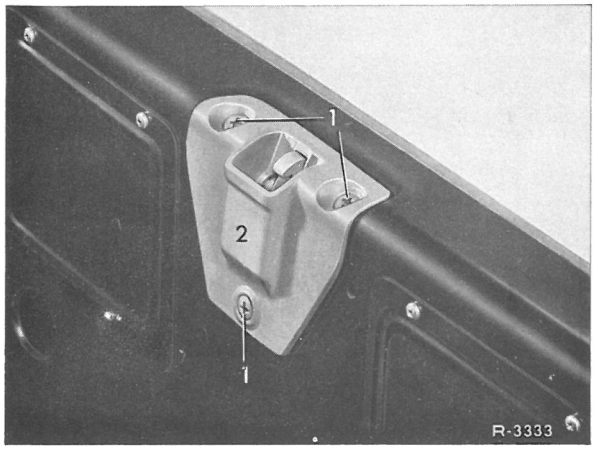

Fig. 75-3/1
1 Skruerne (1) skrues ud, og låsen (2) tages af (fig. 75-3/1).